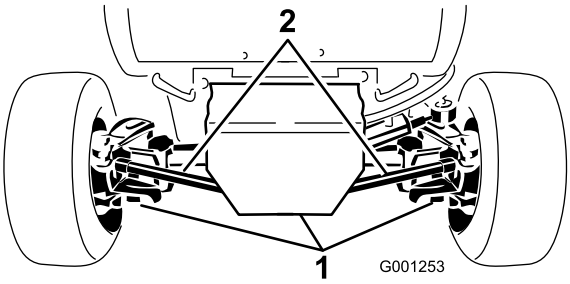

Figur 64
2. Rengjør området rundt de tre tappepluggene (Figur 64).